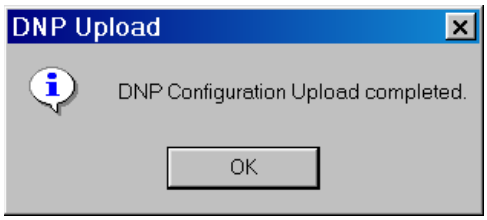

Figure 3-73 Upload Dialog Screen
4. When the DNP Configuration file has been uploaded TapTalk will display a confirmation screen (Figure 3-73). Select **OK**. TapTalk will return to the Main Screen.